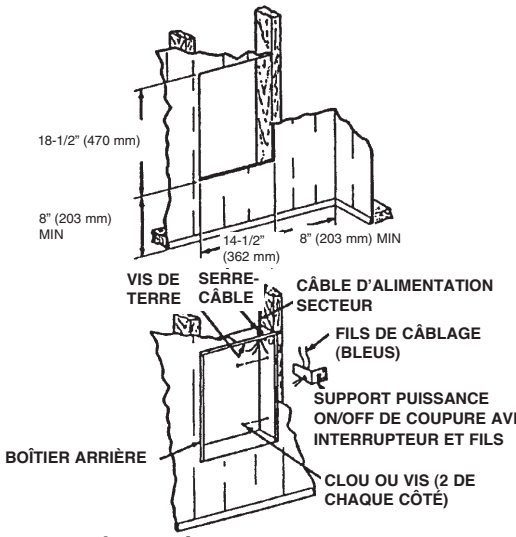

Fig. 2: Positionnement du boîtier arrière dans une construction existante
1. Préparez une ouverture murale de 14-1/2" (362 mm) de large sur 18-1/2" (470 mm) de haut à la hauteur de montage voulue, mais pas plus près que 8" (203 mm) du sol (Voyez la Figure 2).